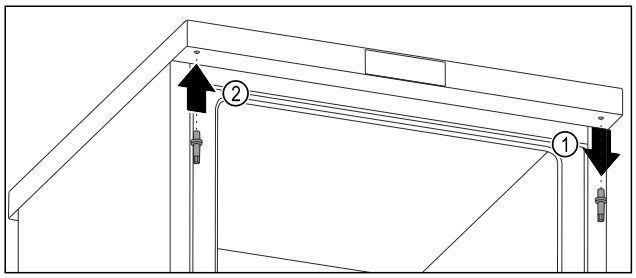

Fig. 14
▶ Skru den øverste bolt af med unbrakonøgle. *Fig. 14 (1)*
▶ Indsæt bolten fast på den modsatte side med unbrakonøgle. *Fig. 14 (2)*